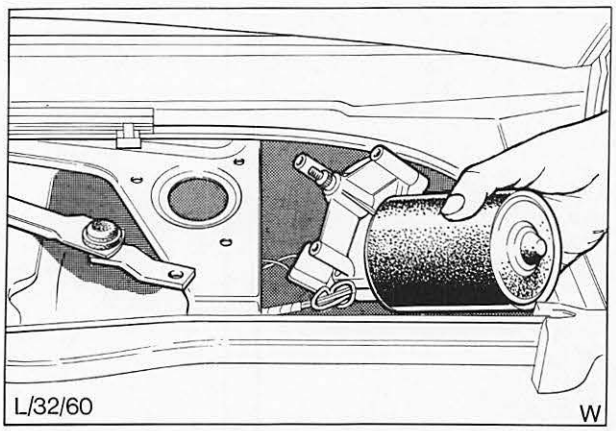

Abb. 26 Wischermotor ausbauen
4. Drei Schrauben entfernen und Motor aus der Halterung lösen, Abb. 26.